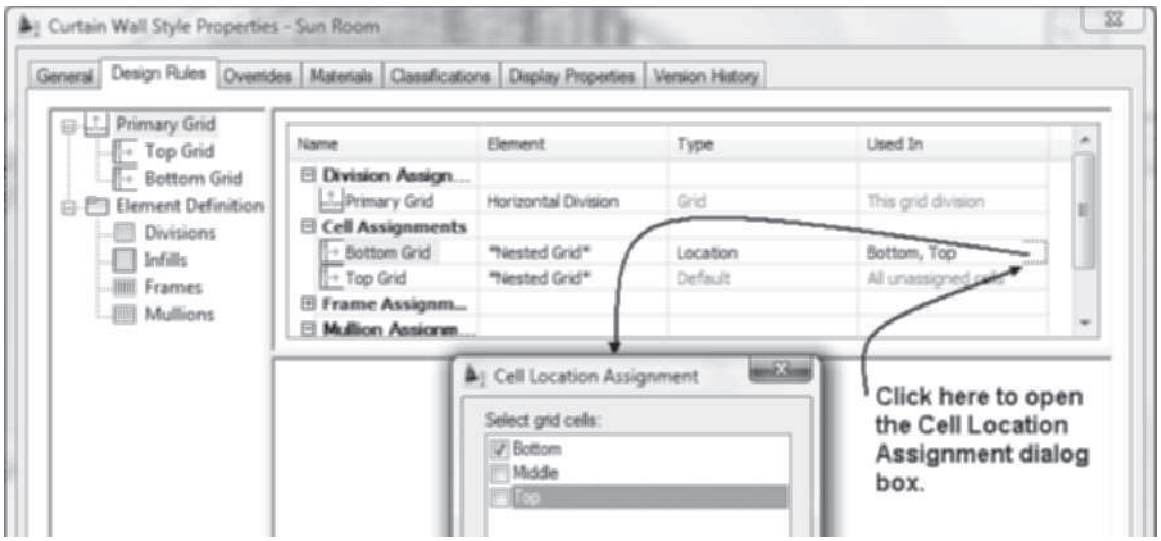

FIGURE 6.45 *Cell assignments of grids*
11. Choose the **Primary Grid** in the left pane. To define where to apply the **Bottom Grid**, click in the right margin of the **Used In** field of the Bottom Grid as shown in Figure 6.45. Edit the **Cell Location Assignment** to only the **Bottom** cells. Click **OK** to dismiss the Cell Location Assignment dialog box.